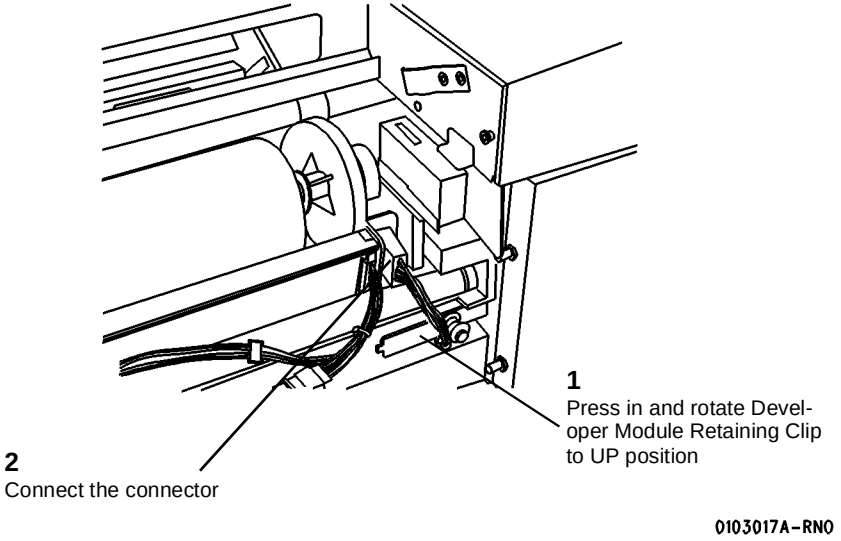

**Figure 14 Reinstalling the Developer Module**
21. (Figure 14 ): Reinstall the Developer Module.